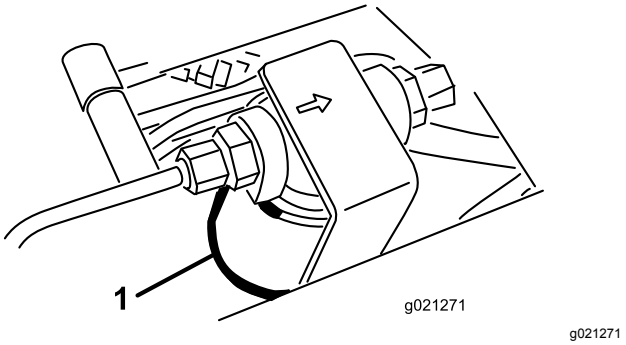
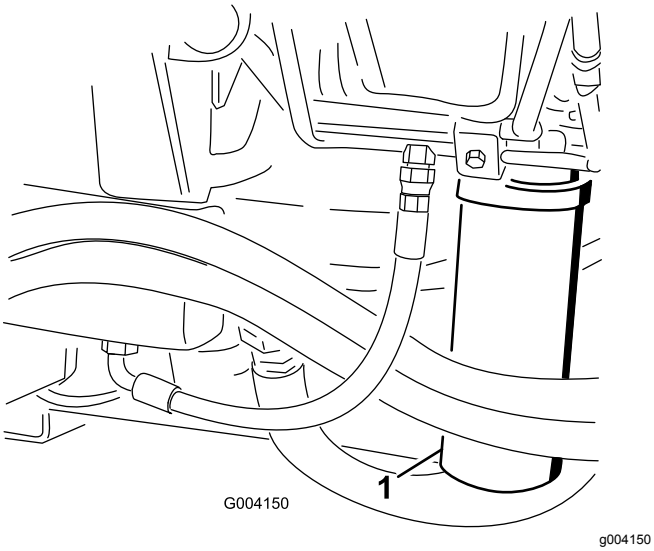

Figur 90
Figur 91
2. Rengjør området rundt der filteret skal festes, og plasser et tappefat under filtrene (Figur 90) og (Figur 91).